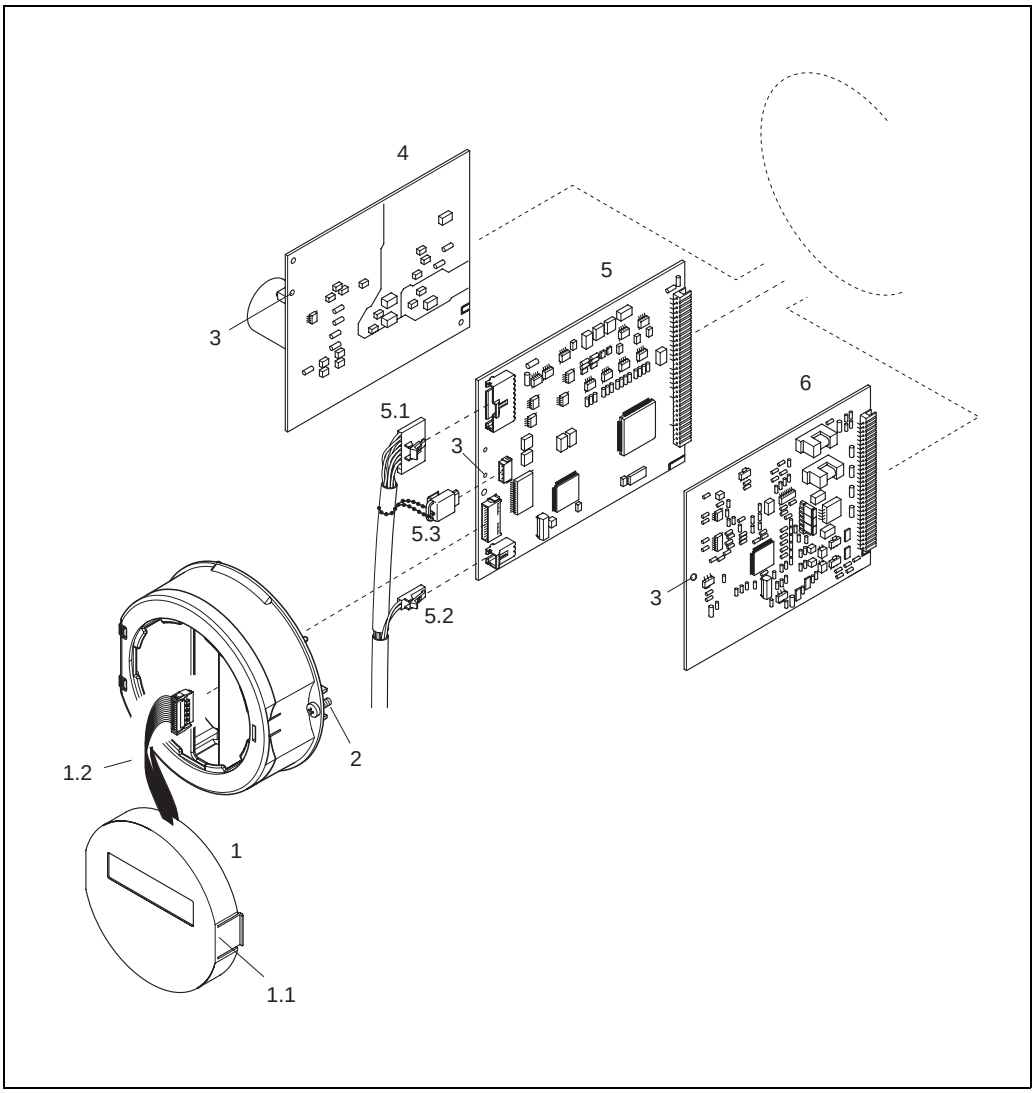

Fig. 19: Removing and installing printed circuit boards
1. Unscrew cover of the electronics compartment from the transmitter housing (see Fig. 19).
2. Remove the local display (1) as follows:
3. Remove the screws and remove the cover (3) from the electronics compartment.